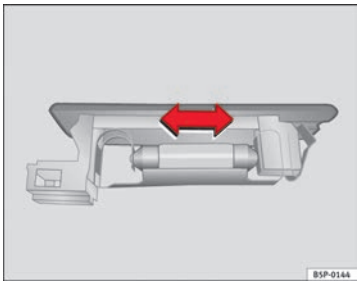

Fig. 175 Luggage compartment light
– Press the bulb sideways and remove it from its housing ⇒ fig. 175.